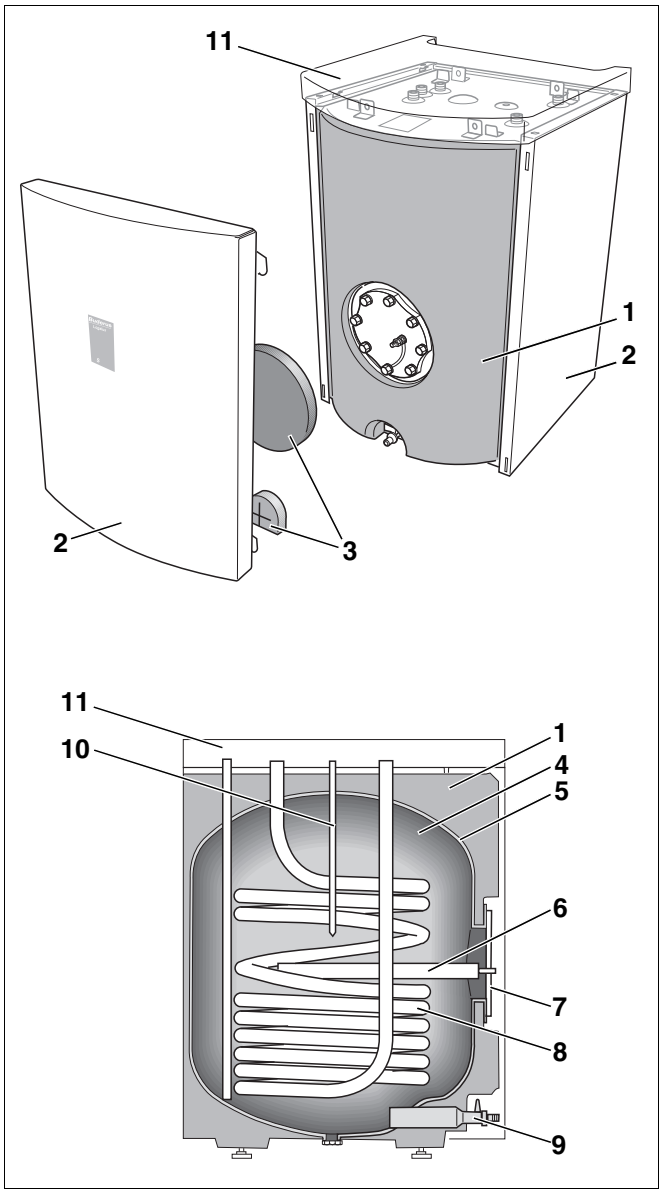

Rys. 1 Zasobnikowy podgrzewacz c.w.u. Logalux S135/S160 (poniżej rysunek schematyczny)
– Zbiornik podgrzewacza (rys. 1, **poz. 4**) z ochroną antykorozyjną.
Ochrona antykorozyjna składa się z dającej się łatwo czyścić termicznej powłoki glazurowanej Buderus DUOCLEAN MKT (rys. 1, **poz. 5**) oraz z dodatkowej ochrony katodowej w postaci anody magnezowej (rys. 1, **poz. 6**), dostępnej przez pokrywę otworu wyczystkowego (rys. 1, **poz. 7**).
– Izolacja cieplna (rys. 1, **poz. 1**)
Izolacja cieplna ze sztywnej pianki poliuretanowej bez FCKW (freonu) jest naniesiona bezpośrednio na zbiornik podgrzewacza. Dwa elementy izolacji cieplnej (rys. 1, **poz. 3**) wykonane z pianki ograniczają straty ciepła przez pokrywę otworu wyczystkowego i zawór spustowy.
– Obudowa (rys. 1, **poz. 2**)
– Wymiennik ciepła z rury gładkiej (rys. 1, **poz. 8**).
– Tuleja zanurzeniowa (rys. 1, **poz. 10**)
– Pokrywa otworu wyczystkowego (rys. 1, **poz. 7**) jako otwór konserwacyjny i do czyszczenia, a także zawór spustowy (rys. 1, **poz. 9**).
– Pokrywa zasobnika (rys. 1, **poz. 11**, akcesoria)